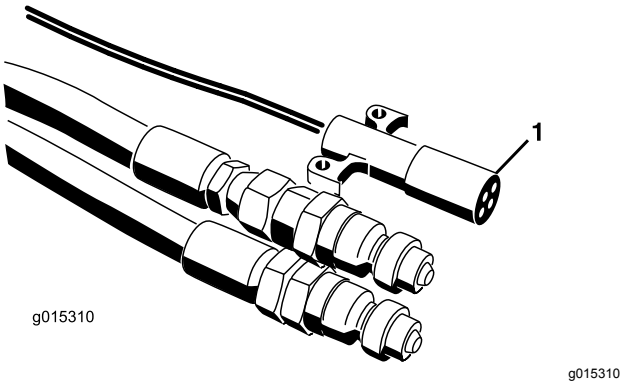
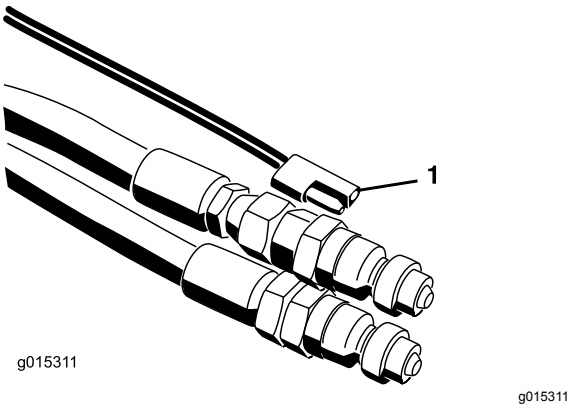

Figur 21
Figur 22
7. Koble ledningssatsen til tauekjøretøyet (Figur 21 og Figur 22). På SH-modeller plasseres på/av-pendelen innen rekkevidde av førersetet. Kontroller at bryteren er av.